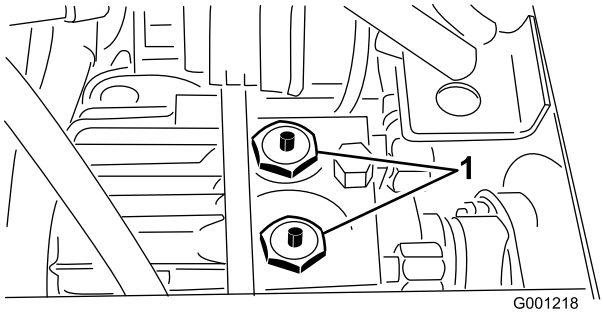

Figuur 32
2. Houd de pennen ingedrukt die zich bevinden in het midden van de twee (2) afsluitkleppen boven op de transmissie (Figuur 32), terwijl u de machine duwt of sleept. Op Figuur 32 zijn de stoel en de bevestigingsplaat van de stoel verwijderd.